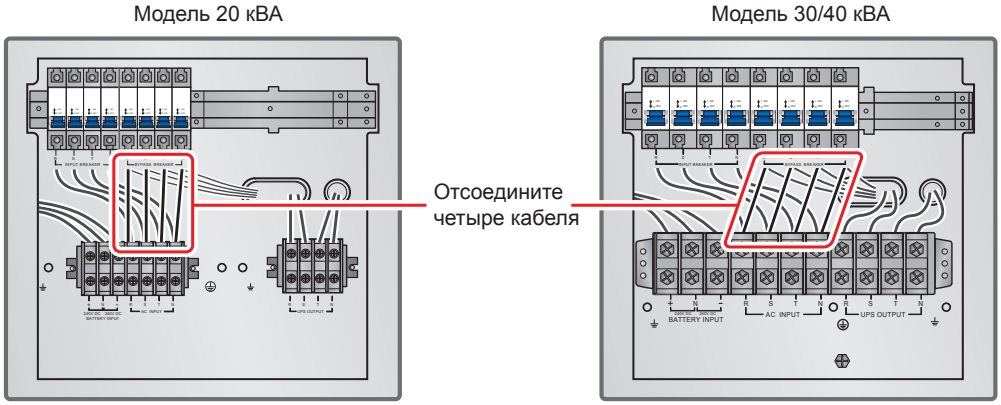

Рис. 6-7. Отключение четырёх кабелей, соединяющих блок зажимов сетевого входа с основным входным размыкателем
2. Или удалите четыре кабеля, соединяющие соединяющие блок зажимов сетевого входа и входной размыкатель байпаса (см. ***рис. 6-7***). Подключите кабели сети переменного тока R, S, T и N к входному размыкателю байпаса.